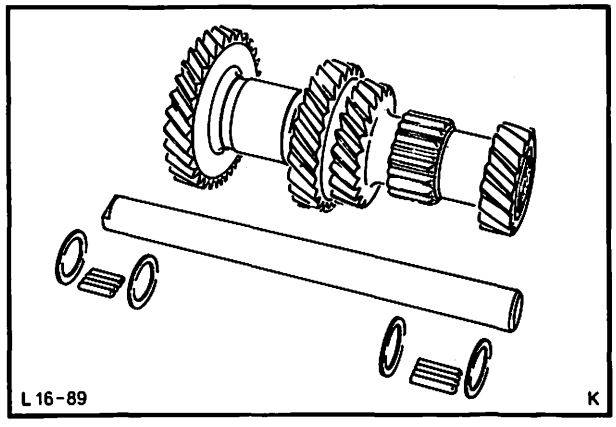

Abb. 107 Vorgelegezahnradblock mit Welle, Abstandscheiben und Lagernadeln
37. Blindwelle aus dem Vorgelegezahnradblock entfernen. Je 22 Lagernadeln und je 2 Abstandscheiben herausnehmen, Abb. 107.